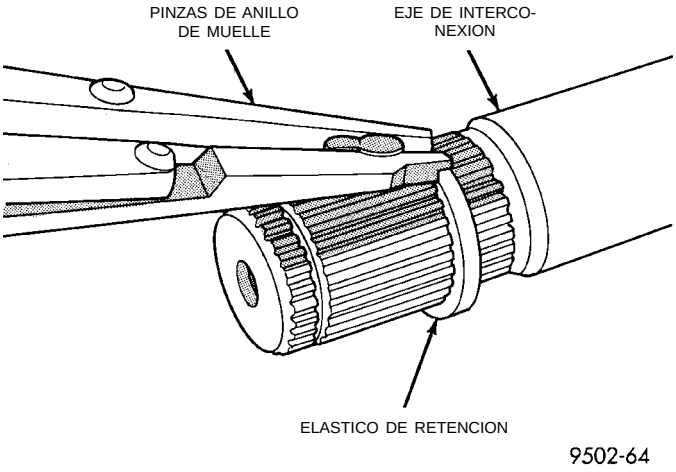

Fig. 46 Desmontaje del elástico de retención del eje de interconexión
(5) Retire el elástico de retención grande (Fig. 46) del eje de interconexión antes de proceder a retirar la funda fuelle sellante externa de la junta homocinética.
(6) Deslice la funda fuelle sellante defectuosa del eje de interconexión.